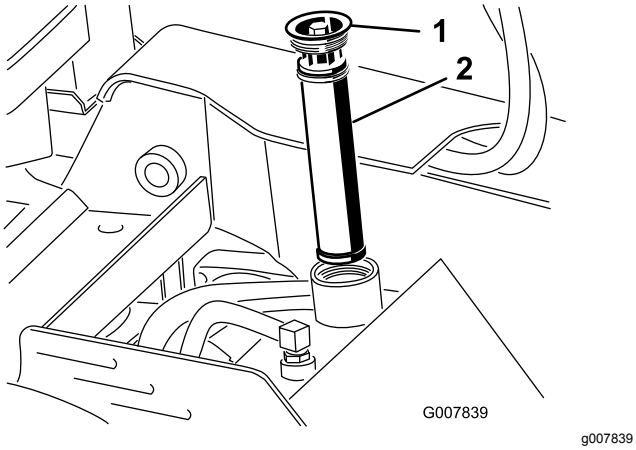

Figuur 18
5. Maak schoon rond de vulbuis van de hydraulische tank en verwijder de dop en het filter uit de vulbuis met een dopsleutel (Figuur 18).